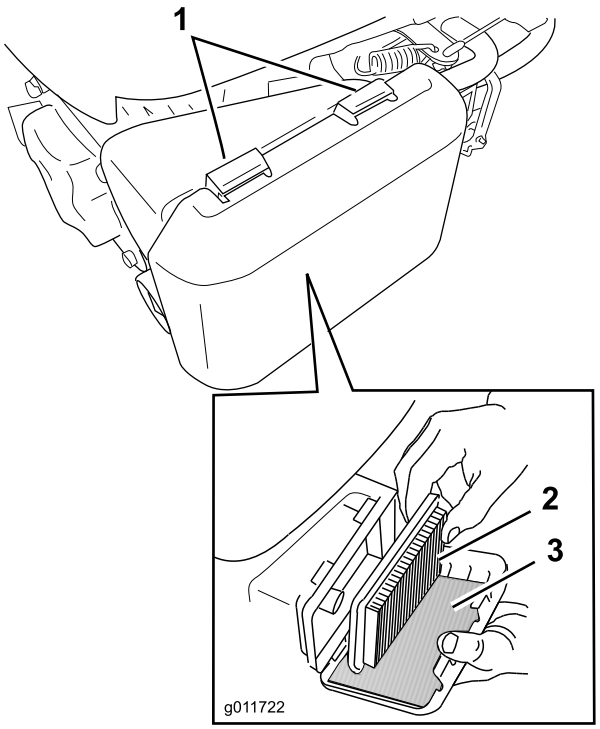

Figur 20
1. Tryck ned spärrhakarna på luftrenarkåpan (Figur 20).
3. Ta bort pappersluftfiltret och skumförfiltret (Figur 20).